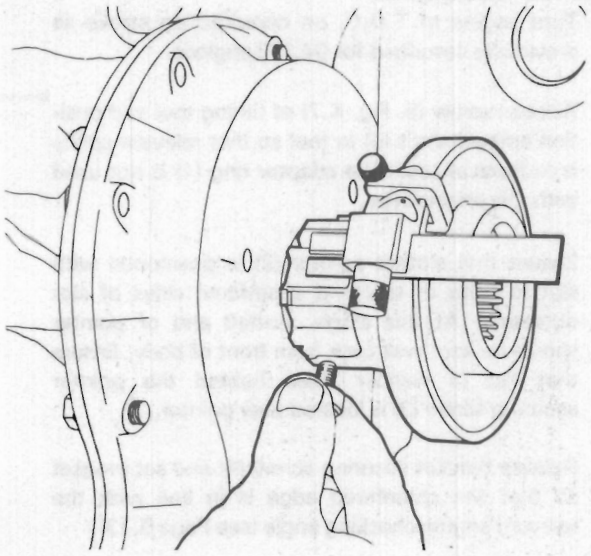

Fig. K.8.
4. Ensure slotted pointer (2) of timing tool is positioned with slot to front of tool and chamfered sides of slot outwards. At this stage, slotted end of pointer should be kept well back from front of body. Ensure that flat of washer fitted behind pointer securing screw (3) is located over pointer.
5. Release the bracket securing screw (4) and set the bracket so that the chamfered edge is in line with the relevant engine checking angle (see Page B.13).
6. Pressing the fuel pump gear and adaptor towards the rear, locate splined shaft of adaptor into timing tool with master spline engaged and lock adaptor shaft in timing tool with rear face of adaptor abutting front face of timing tool (see Fig. K.8).